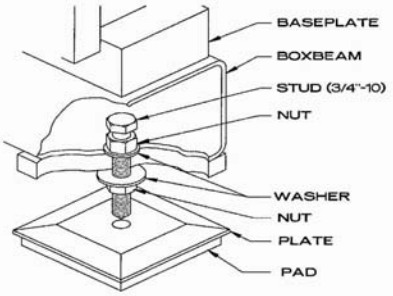

FIGURE 2-1
- A. Inlet Air Piping (refer to Chapter 2 and Figure 2-1, in the technical manual) 5
A. Inlet Air Piping (refer to Chapter 2 and figure 2-1, in the technical manual)